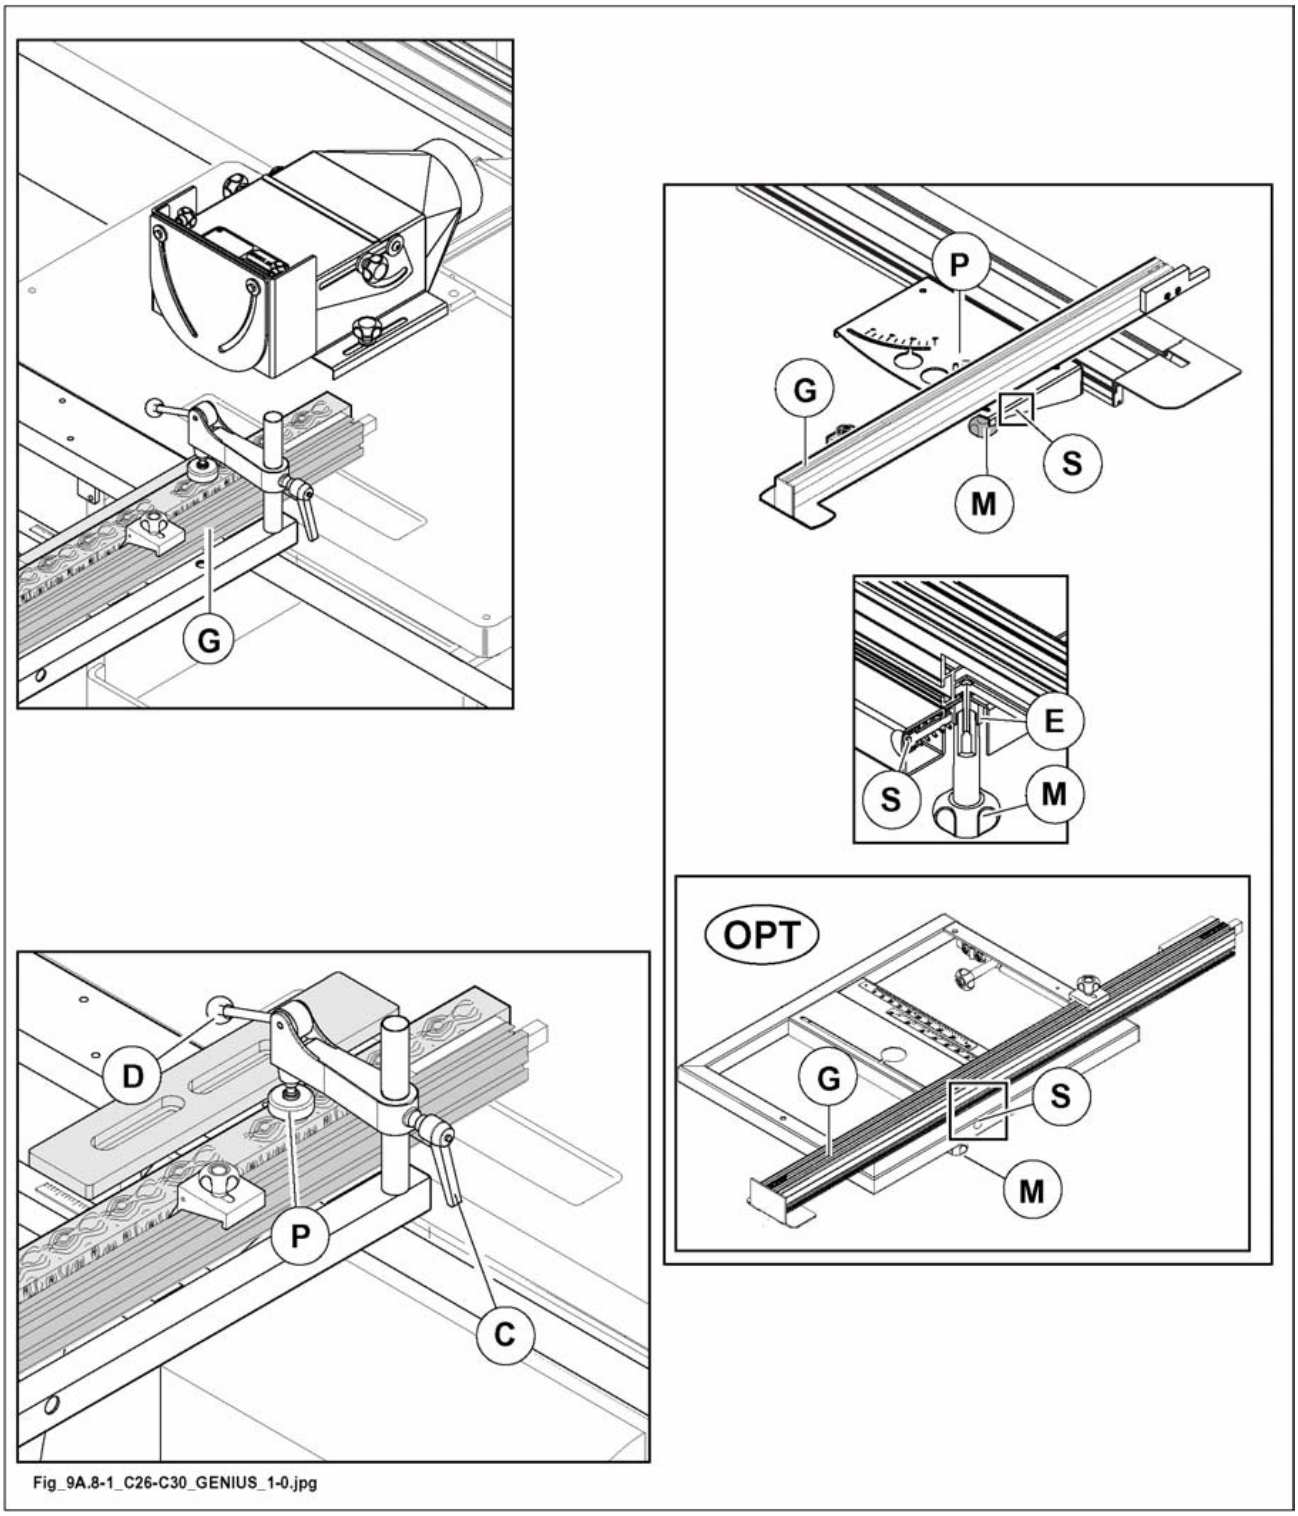

Fig. 9.8-1
- Position the ruler in such a way that the pin (E fig. 9.8-1) fits into place against the device (S fig. 9.8-1). To move the rule loosen knob (M fig. 9.8-1).
- Rest the workpiece against rule (G fig. 9.8-1), so that its projection to the tool is larger than the tenoning depth.
- Clamp the workpiece with the presser foot (P fig. 9.8-1) by lowering the lever (D fig. 9.8-1).
- For height adjusting loosen handle (C fig. 9.8-1).
- By means of lever (D fig. 9.8-1) lower foot (P fig. 9.8-1) to clamp the piece.